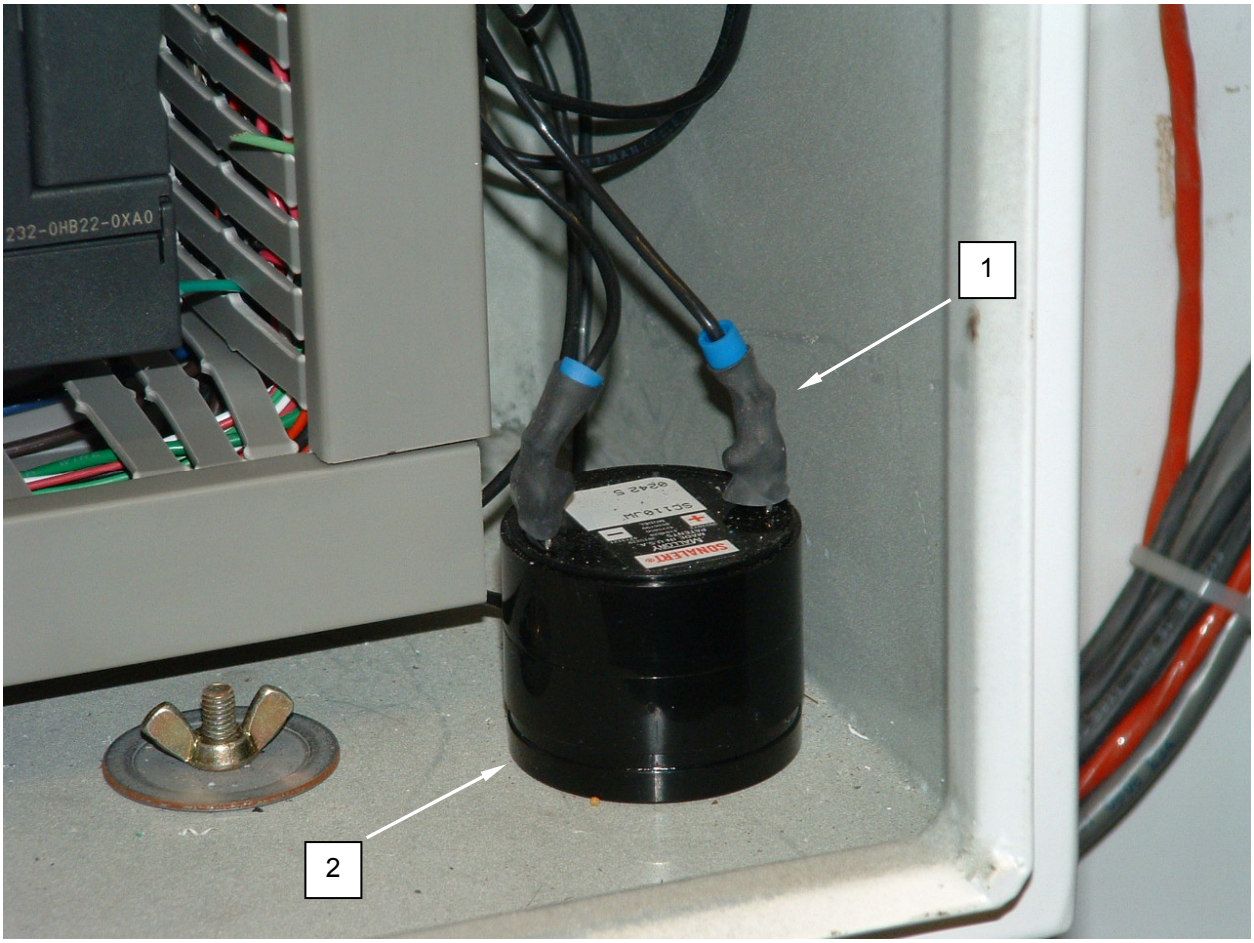

Figure 1. Replace Audible Alarm.
3. Strip the heat shrink insulation **(Figure 1, Item 1)** from the wiring connections.
4. Tag and disconnect wiring from audible alarm **(Figure 1, Item 2)**.
5. Unscrew audible alarm **(Figure 1, Item 2)**, and remove audible alarm.
6. Install replacement audible alarm **(Figure 1, Item 2)**.